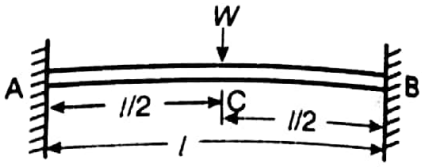

Fig. 2.32
8. *Fixed beam carrying a central point load.* A fixed beam AB of length l carrying a point load at the centre of the beam at C is shown in Fig. 2.32. The maximum deflection occurs at C and its value is given by